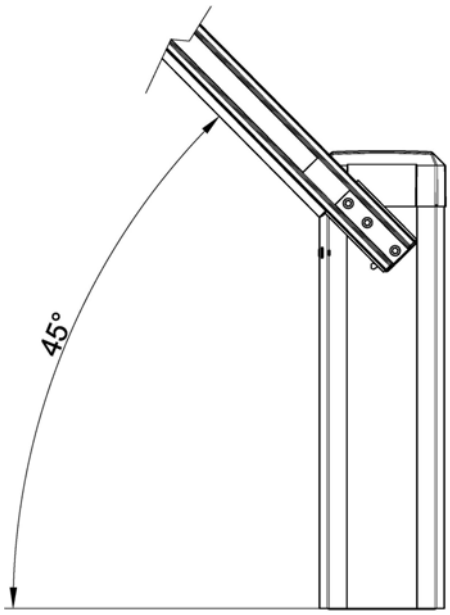

Abbildung 18
4. Betätigen Sie die mechanische Notentriegelung der Schranke und stellen Sie den Schrankenbaum manuell in die Position 45° - siehe Abbildung 18. Der Schrankenbaum muss in dieser Position selbstständig auspendeln. Korrigieren Sie ggf. die Baumposition durch spannen / entspannen der Federn.